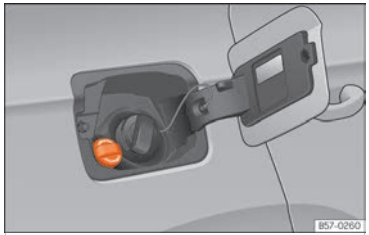

Fig. 190 AdBlue tank cap®.
- Open the tank cover ››› Fig. 190.
- Turn the SCR tank cap anti-clockwise ››› Fig. 190.